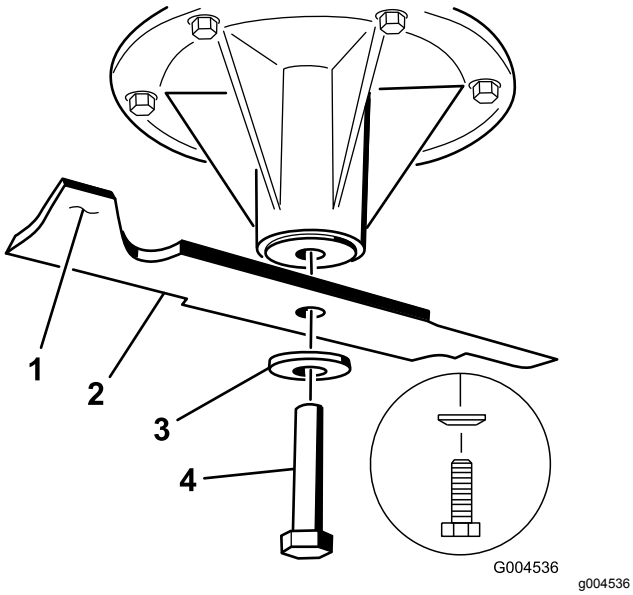

図 86
1. スピンドルシャフトにブレードを取り付ける(図 86)。
2. スプリングディスクとブレードボルトを取り付ける図 86。